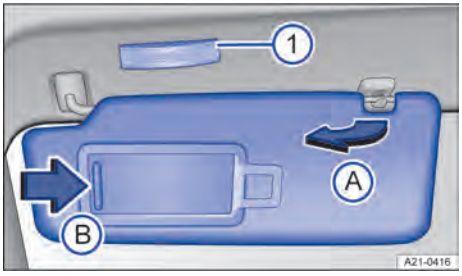

Bilde 88 I taket foran: Solskjerm.
2. Trekke den ut av holderen, og svinge den mot døren → Bilde 88 Ⓐ.
1. Skyv opp lokket i pilens retning → Bilde 88 Ⓑ.
Lyset → Bilde 88 ① slukker når du skyver dekslet for make-up-speilet tilbake eller vipper solskjermen opp.